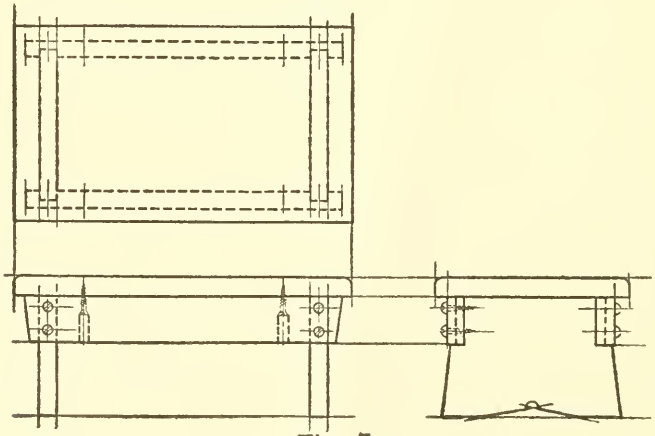

Fig. 7.
(4) Go over the outlines of the figure with a heavy line. Circles and arcs of circles should be drawn over first. (See Fig. 7.)